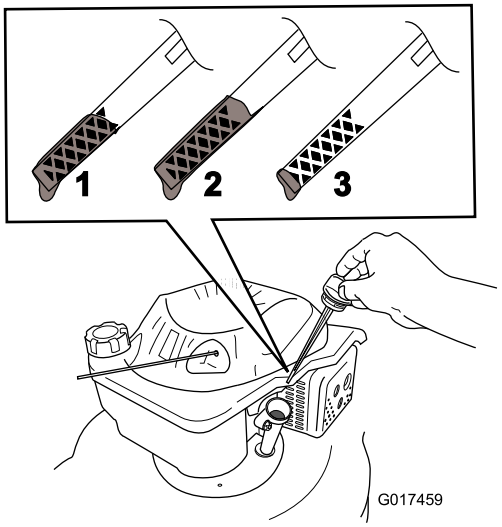

Figure 6
2. Remove the dipstick (Figure 6).
3. **Slowly** pour oil into the oil fill hole, wait a few minutes, and check the oil level on the dipstick by wiping the dipstick clean and then inserting, **but not screwing in,** the oil fill cap into the hole (Figure 6).
Note: Fill the engine crankcase with oil until the dipstick indicates that the engine oil level is correct as shown in Figure 6. If you overfill the engine with oil, remove the excess oil as directed in Changing the Engine Oil.